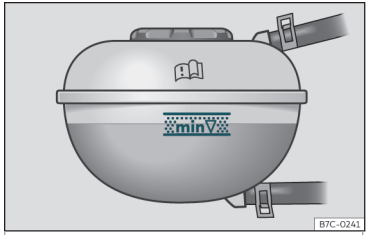

Fig. 206 Nel vano motore: segno nel serbatoio di compensazione del liquido di raffreddamento.
– Controllare il livello del liquido di raffreddamento nell'apposito serbatoio di compensazione. Con il motore a freddo, il livello del liquido di raffreddamento deve rimanere tra le tacche››› **fig. 206**. A motore caldo può anche trovarsi leggermente al di sopra della tacca superiore.